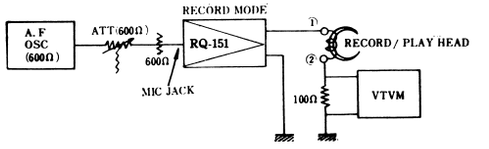

Fig. 10
Measuring Circuit Refer Fig. 10
1. As shown in fig. 10 connect output of AF Oscillator to Microphone Input Jack of RQ-151, through attenuator (terminate with 600Ω if impedance of attenuator is 600Ω). Disconnect wiring from terminal of head insert 100Ω resistor between lead wire and connect VTVM across resistor.